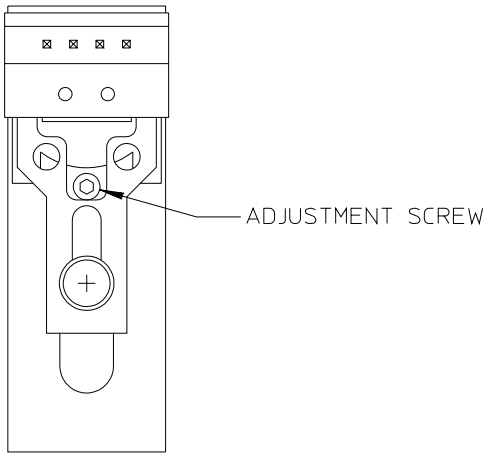

FIGURE 4-3. Lamp Filament Position Adjustment
3) Adjust the projection lamp adjustment screw (Figure 4-3) with a 2mm Allen as needed to center the projected filament image.